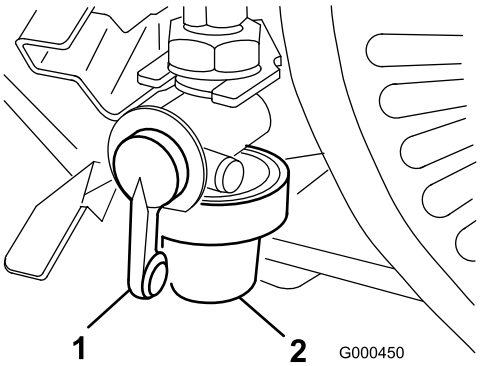

Bild 25
1. Schließen Sie den Kraftstoffhahn und schrauben Sie die Glocke vom Filtergehäuse ab (Bild 25).